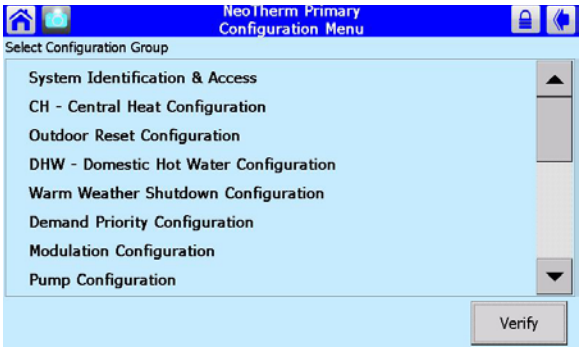

Fig. 70 – Configuration Screen
3. Press the Configure button. Figure 70 shows the Configuration screen.